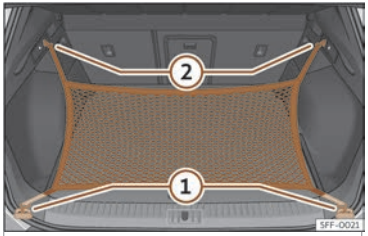

Fig. 121 Al maleter:argolles ① i ganxos ② per enganxar la bossa de xarxa.
- Fixeu els ganxos curts de la xarxa a les anelles d'amarratge››› fig. 121 ① ››› ⚠. La cremallera de la bossa ha de quedar cap amunt.
- Fixeu les cintes als ganxos per penjar bosses ②.